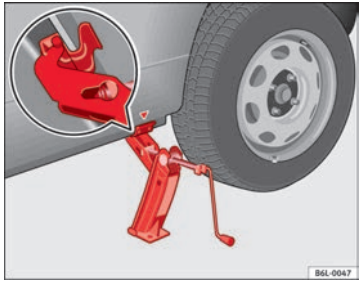

Fig. 149 Fitting the jack
– Align the jack so that the arm of the jack fits around the rib under the door sill and the movable base plate of the jack is flat on the ground ⇒ Fig. 149.